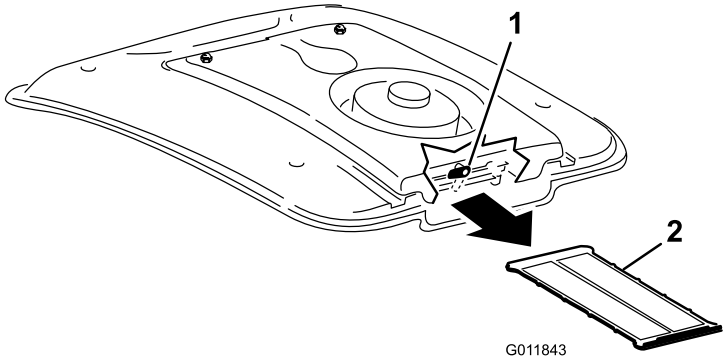

Figuur 74
2. Draai aan de achterzijde van de ventilatorbeugel de vergrendeling opzij (Figuur 74).
3. Schuif het airco-scherm onder de airconditioningspoel uit (Figuur 74).
4. Reinig het scherm grondig met perslucht (Figuur 74).